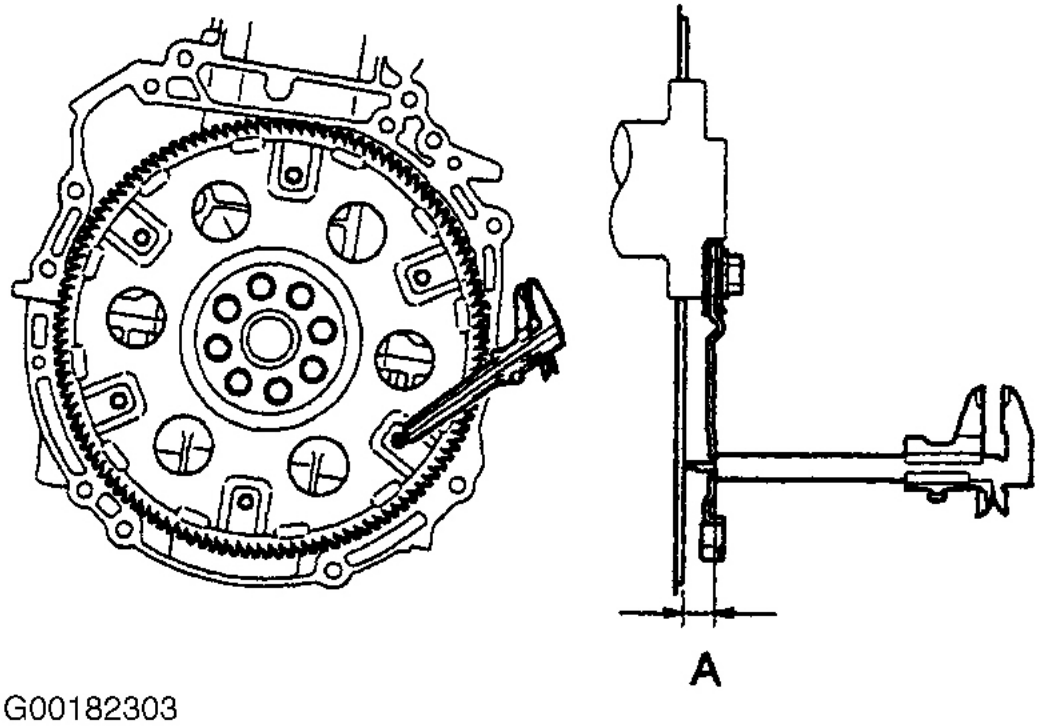

Fig. 78: Measuring Dimension "A" Between Transaxle & Drive Plate
51. Install torque converter into transaxle housing while rotating. Ensure converter is properly installed by measuring the following dimensions. Using vernier calipers, measure dimension "A" between transaxle fitting part and converter fitting part of drive plate. See **Fig. 78**. Using vernier calipers and a straightedge, measure dimension "B" as shown in **Fig. 79**. Ensure dimension "B" is greater than dimension "A". Do not add thickness of straightedge. Standard measurement is dimension "A" plus .039" (1.00 mm) or more.